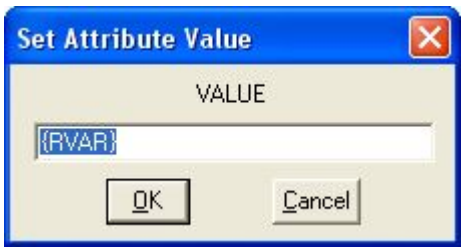

Рис. 18
2. Значение сопротивления *R* будет варьироваться в ходе моделирования. Поэтому в окне установки значений сопротивления введем имя варьируемой переменной в фигурных скобках (RVAR на рис. 18).